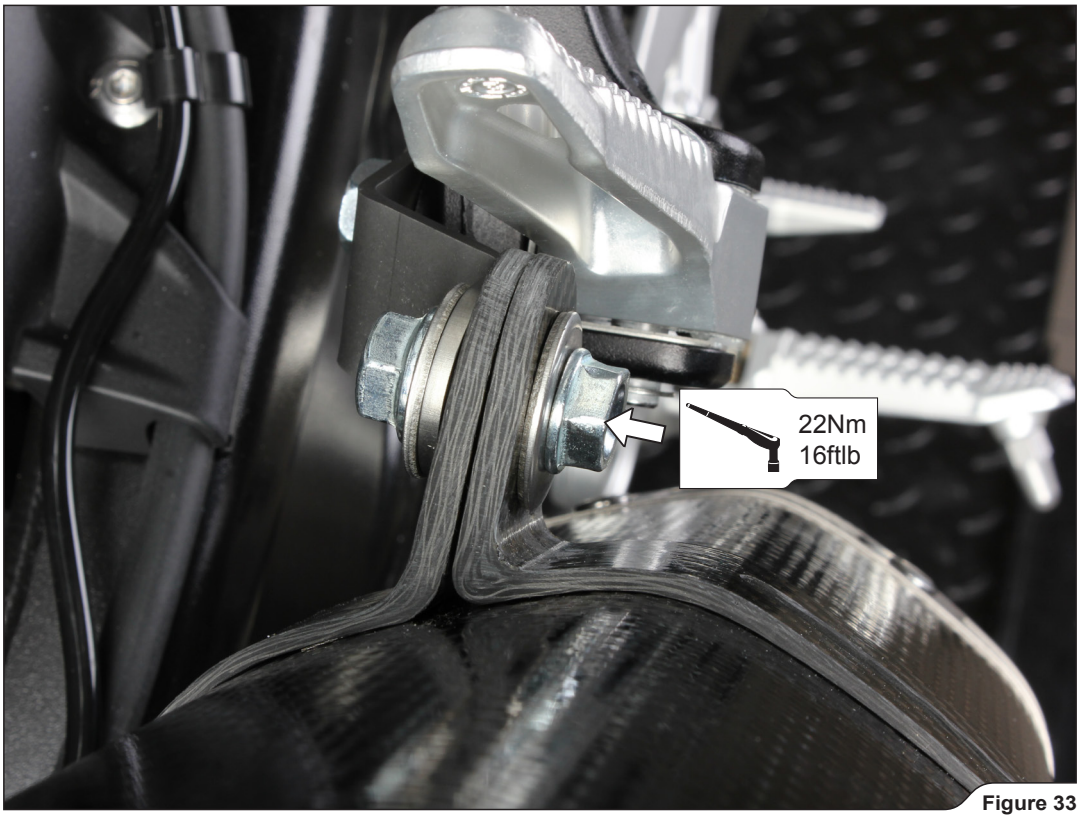

Figure 33
10. Align the muffler in respect to the motorcycle and tighten the clamp to the muffler bracket **(Figure 33).**